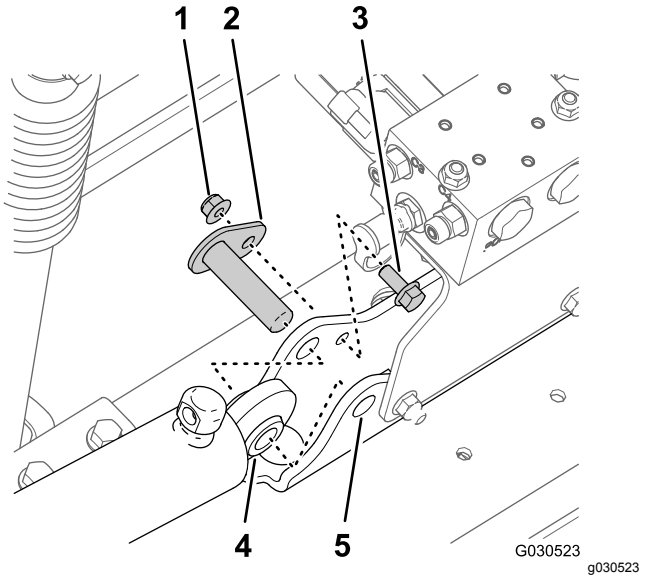

Figur 73
4. Fjern flenslåsemutteren (5/16 tomme) og flenshodebolten (5/16 x 3/4 tomme) som fester svingbraketten til sylinderfestet (Figur 73).
5. Fjern svingbolten og løftesylinderen fra maskinen (Figur 73).